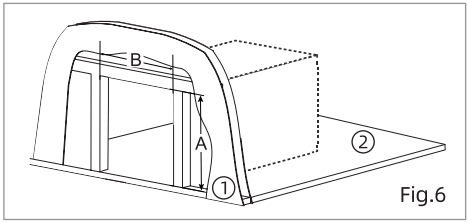

Fig.6
1. Déterminez votre découpe existante. (Fig.6)